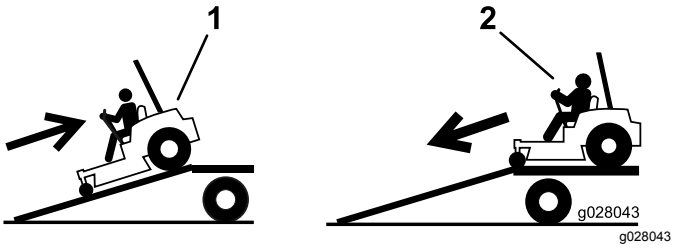

Figuur 44
4. Rij de machine achteruit op de oprijplaat (Figuur 44).
2. Rij de machine vooruit de oprijplaat af (Figuur 44).